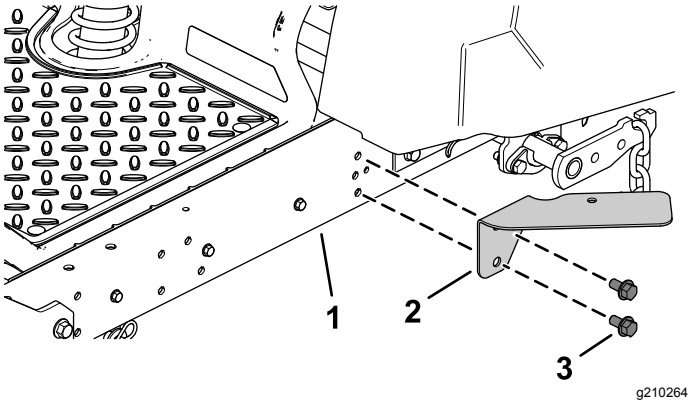

Figuur 5
1. Bevestig de beugel van het zijlicht aan het platform; gebruik hierbij 2 zelftappende flensbouten met zeskantige kop zoals in Figuur 5.